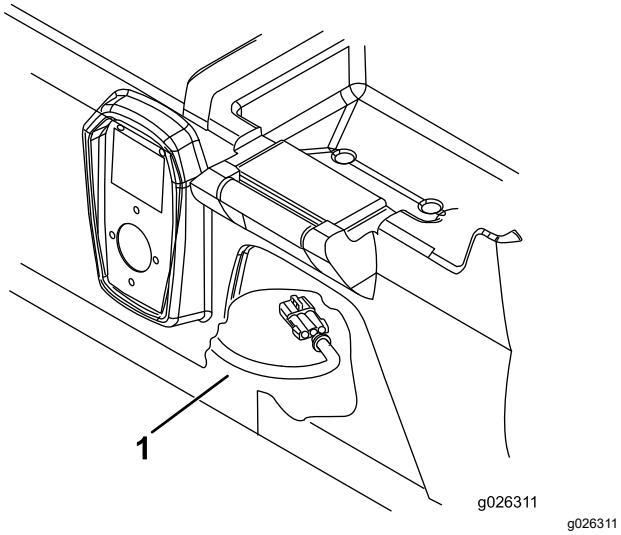

Рисунок 3
1. Под основанием сиденья отсоедините разъем жгута проводов зарядного устройства (Рисунок 3).